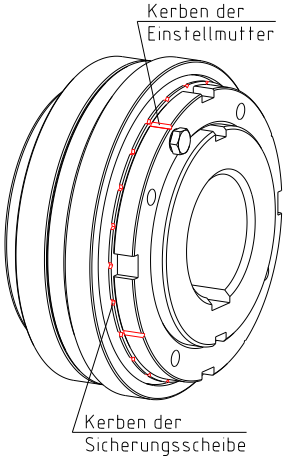

Bild 24: Kerben der Einstellmutter
- Setzen Sie den Stirnlochschlüssel aus Tabelle 8 in die vorgesehenen Bohrungen der Einstellmutter (Bauteil 1.6.1 bzw. 2.6.1) bzw. eines der Hakenschlüssel in die vorgesehenen Nuten ein (siehe Bild 24).